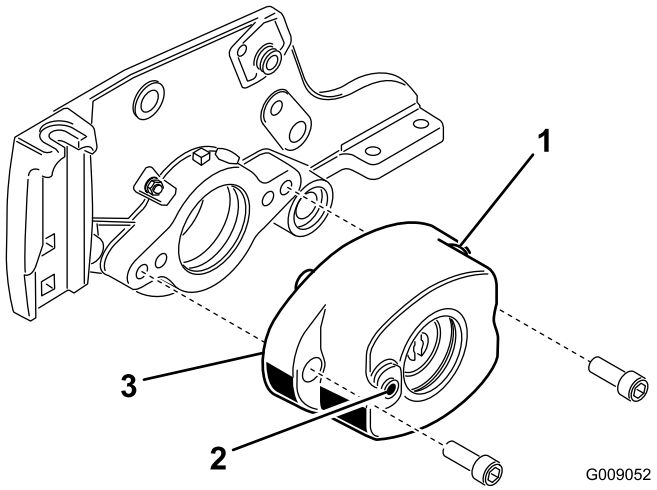

Figur 6
5. Fäst rullborsthuset på cylinderlagerhuset med två insexbultar (3/8 x 1 tum) (Figur 6). Sätt rullborsthuset så att det gängade hålet är vänt mot klippenhetens främre del.